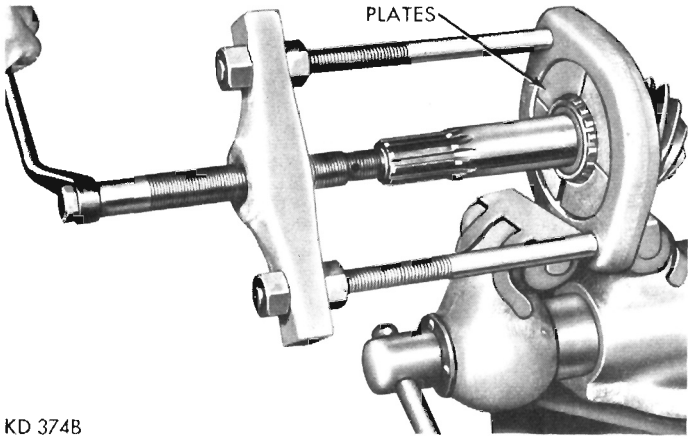

Fig. 18—Removing Drive Pinion Rear Bearing
(1) Remove drive pinion rear bearing from small stem pinion with Tool C-293 and four (4) No. 36 plates, or four (4) No. 37 plates on large stem step pinion or large stem pinion using a collapsible spacer (Fig. 18).